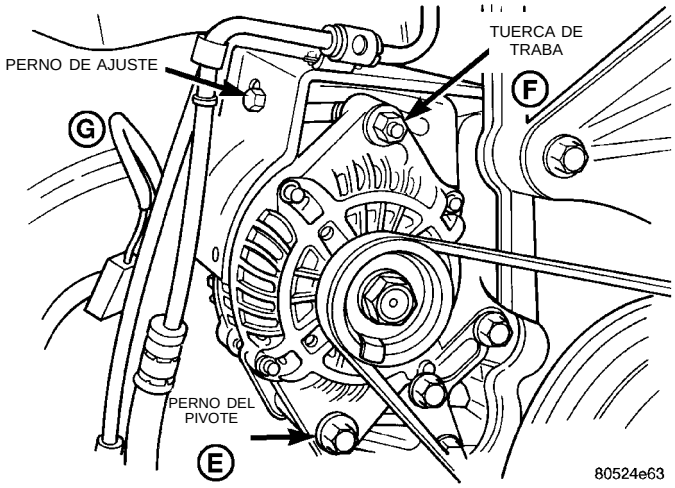

Fig. 27 Ajuste del generador
(1) Afloje el perno del pivote E, a continuación la tuerca F de sujeción y el perno de ajuste G (Fig. 27) para retirar e instalar la correa y/o ajustar la tensión de la correa.
(2) Apriete el perno de ajuste G, ajuste la tensión de la correa según las especificaciones que se muestran en el Cuadro de tensiones de la correa.
(3) Apriete el perno del pivote E con una torsión de 54 N·m (40 lbs. pie) y la tuerca F de traba con una torsión de 54 N·m (40 lbs. pie).